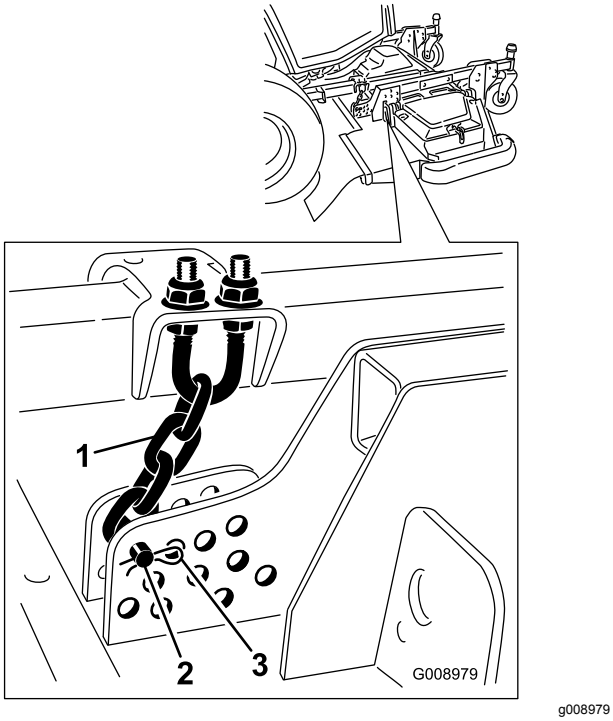

Figur 124
4. Ta bort hårnålssprinten och sprintbulten som fäster klipphöjdskedjorna på klippdäckets bakre del (Figur 124).